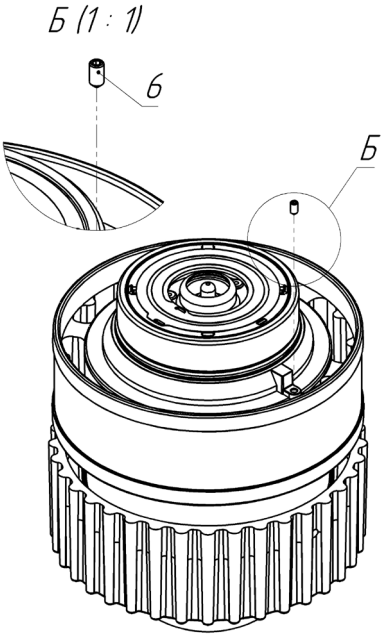

Рис. 3
4.1.4 – Ослабить винт установочный поз. 6 (См. рис. 3);